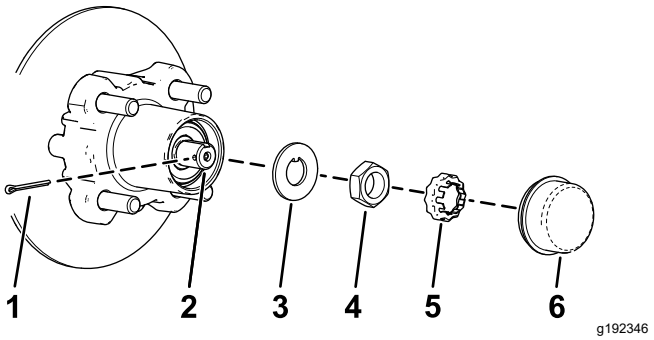
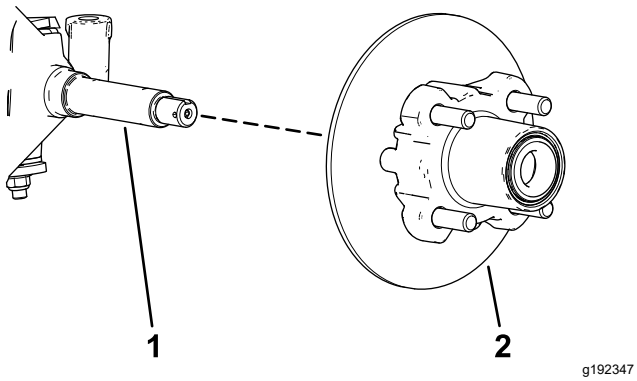

**Figuur 31**
**Figuur 32**
4. Verwijder de stofkap van de naaf (Figuur 31).
5. Verwijder de borgpen en de moerzekering van de as en de asmoer (Figuur 31).
6. Verwijder de asmoer van de as, en verwijder de naaf en de rotor van de as (Figuur 31 en Figuur 32).